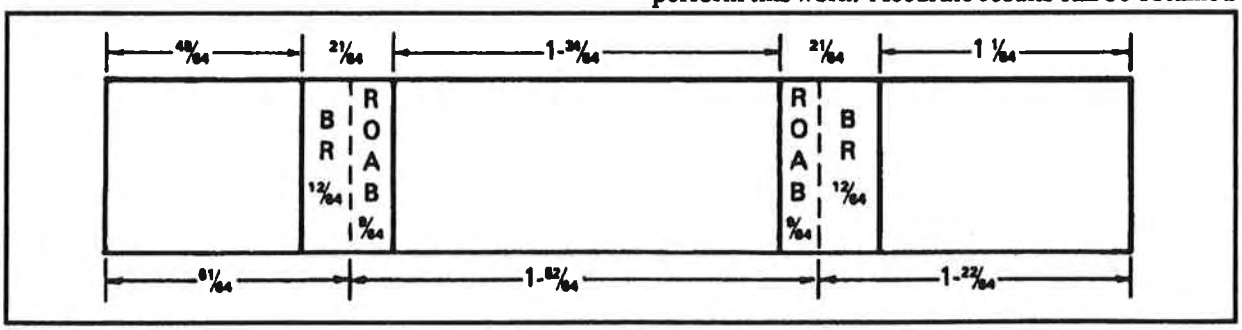

Figure 5-11. Locating brake or sight line of flat (C)
- Flat (C)—add the flat dimension and the bend radius (1 1/64 + 21/64 = 1 22/64) (Figure 5-11).